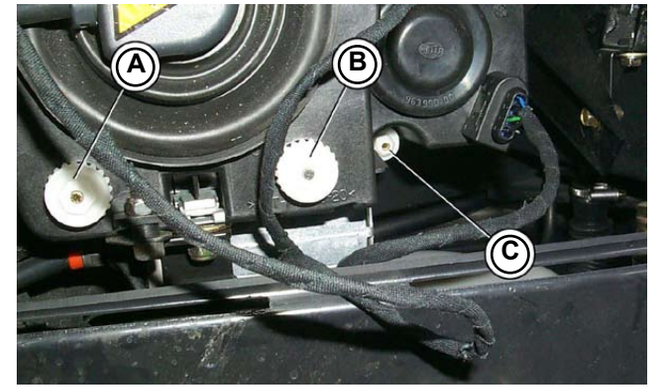

Fig.2
- Adjust the low/high beam headlight vertical inclination by means of device (**A-Fig.2**).
- Adjust the low/high beam headlight horizontal inclination by means of device (**B-Fig.2**).
- Adjust the fog light vertical inclination by means of device (**C-Fig.2**).